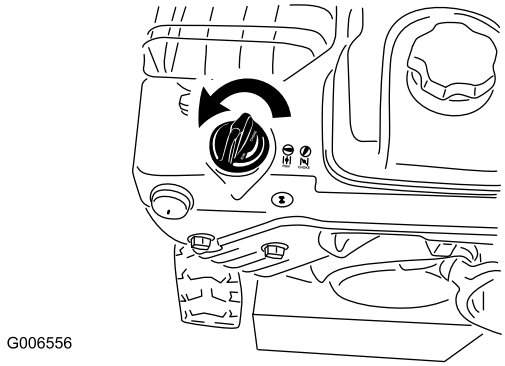

Figur 22
5. Drei choken til Choke-stilling (Figur 22).